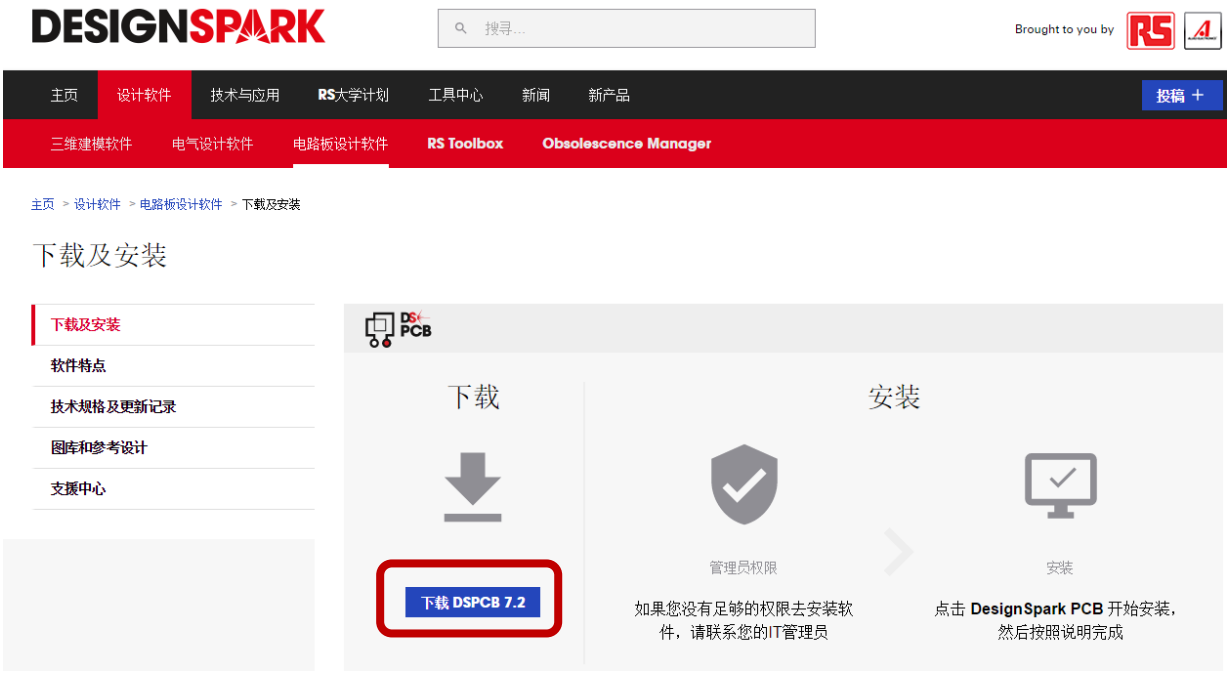

图 1-1 下载 DesignSpark PCB
1. 到 DesignSpark PCB 的下载及安装页面，点选「下载 DSPCB 7.2」，如图 1-1 所示。https://www.rs-online.com/designspark/pcb-download-and-installation-cn